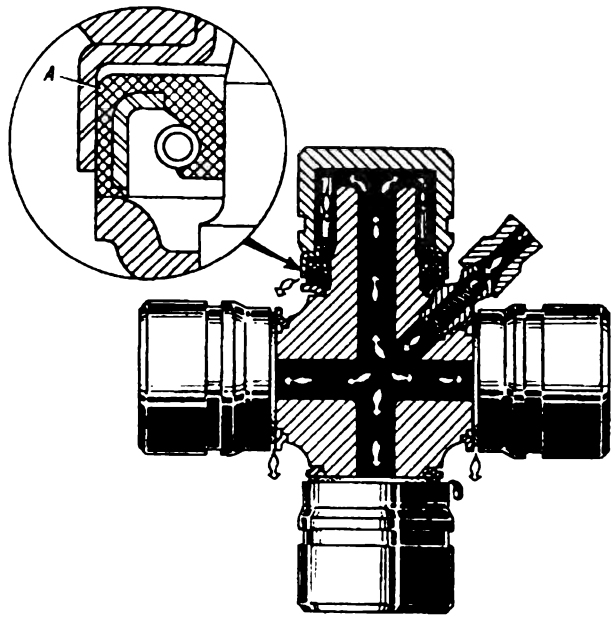

Рис. 115. Схема смазки подшипников карданного вала
В собранном подшипнике смазка защищает рабочую кромку сальника от пыли, грязи и воды (рис. 115). В подшипнике, который не установлен в шарнир, иглы удерживаются на своих местах за счет липкости смазки. На пресс-масленки карданных шарниров надеты резиновые защитные колпачки.
1. Наденьте на крестовину четыре сальника до упора в грязеотражатели. Пружинка при этом должна оставаться внутри сальника. В новых сальниках проверьте наличие фаски „А" (см. рис. 115) по наружному диаметру сальника со стороны, обращенной к торцу шипа крестовины. Если фаска отсутствует, то затупите острую кромку сальника. В крестовину установите масленку.